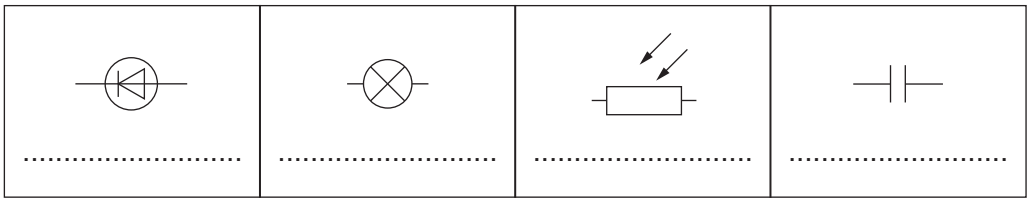

**Fig. 8.1**
**8** Complete Fig. 8.1 by naming the electronic symbols.